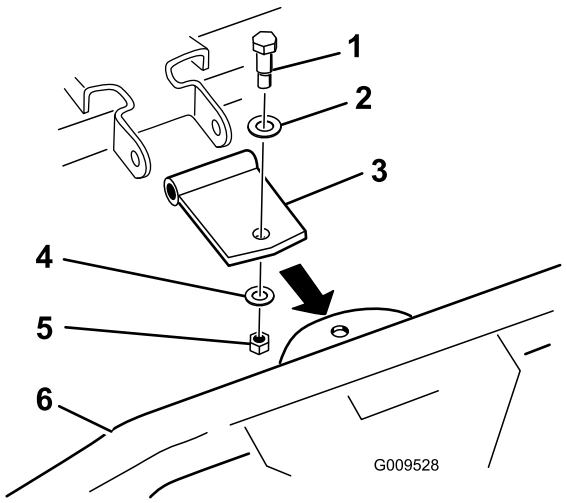

Figura 4
- Utilice el soporte/pivote recto, según se indica en Figura 4, si el soporte del extremo del rastrillo está orientado hacia abajo. Deseche el soporte/pivote curvo.